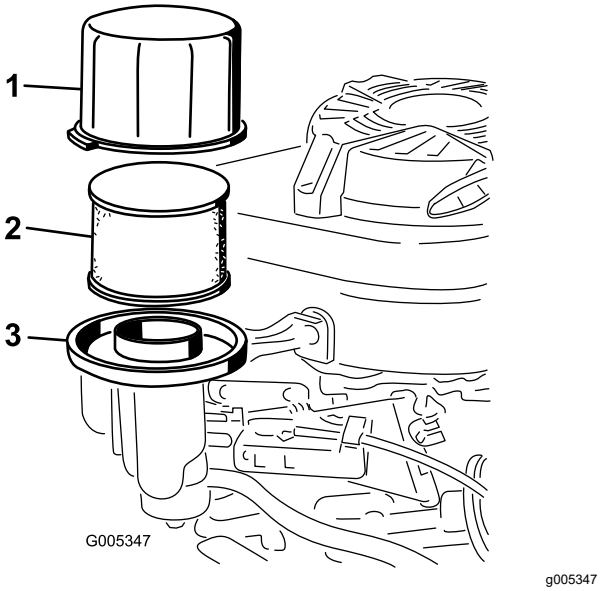

Figur 23
2. Fjern dækslet, og rengør det grundigt (Figur 23).
3. Fjern skumforfilteret og papirluftfilteret fra luftfilterets bundplade (Figur 23).